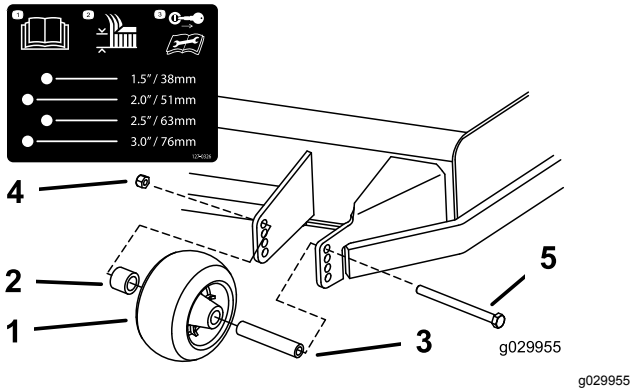
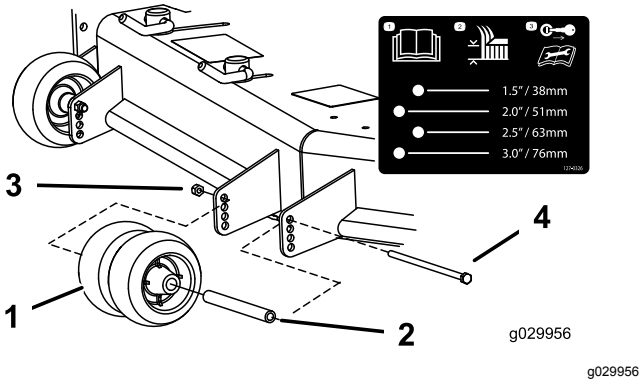
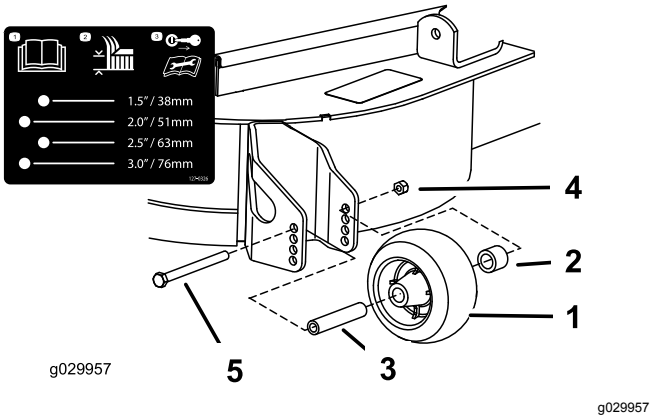

Figuur 30
Figuur 31
Figuur 32
3. Stel de antiscalpeerrollen af zoals wordt getoond in Figuur 30, Figuur 31 en Figuur 32.